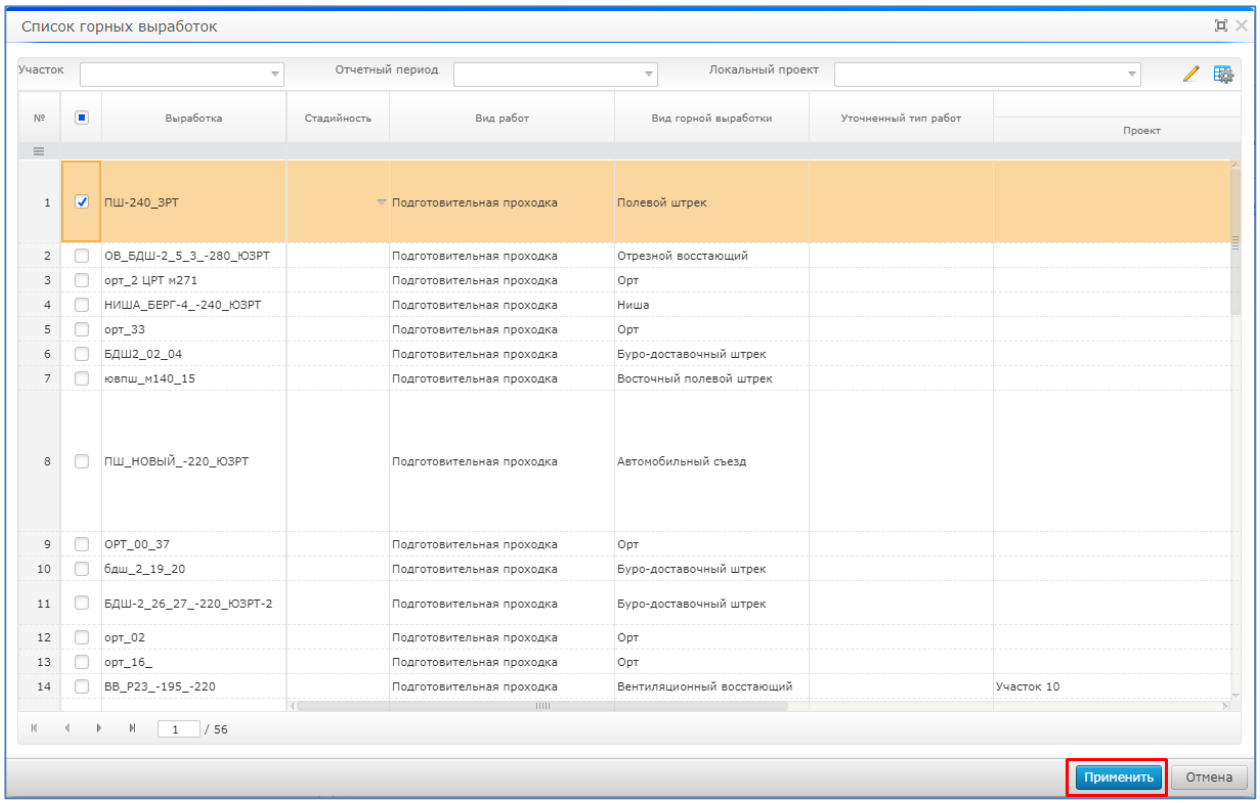

Рисунок 29. Список горных выработок
3. В появившемся окне отображается список выработок (Рисунок 29). Для каждой выработки указано назначение вида горных работ, вид горной выработки и локальные проекты, в которые уже включена выработка. Для включения выработки в текущий локальный проект достаточно установить флажок для соответствующего элемента списка;